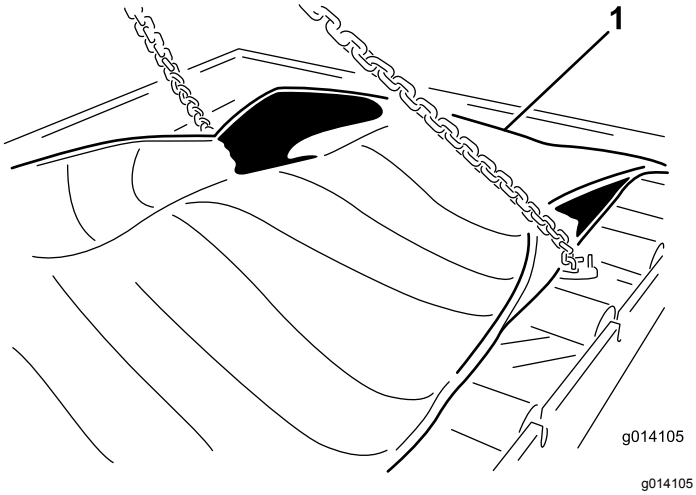

Figur 60
23. Avlägsna de 24 bultarna för att frigöra patronen (Figur 60).